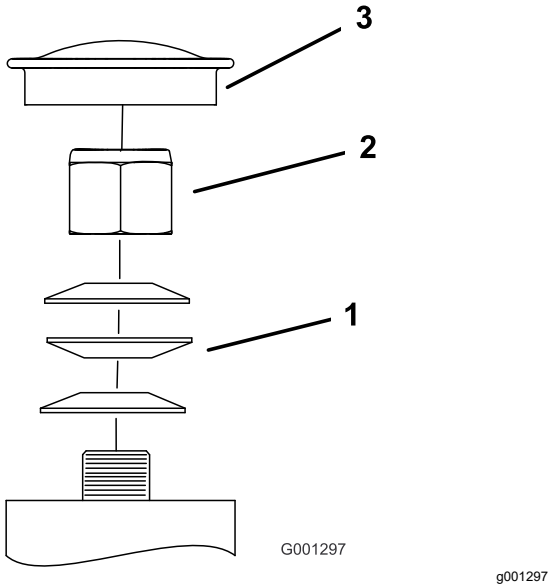

Figure 56
3. Remove the dust cap from the caster and tighten the locknut (Figure 56).
4. Tighten the locknut until the spring washers are flat, and then back off a 1/4 turn to properly set the preload on the bearings (Figure 56).
Important: **Make sure that the spring washers are installed correctly as shown in Figure 56.**
5. Install the dust cap (Figure 56).